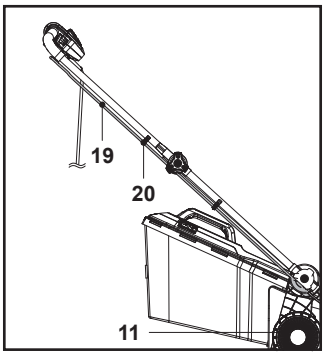

Fig. 4
6. Fije el cable de control (19) con los dos sujetacables (20) (Fig. 4).